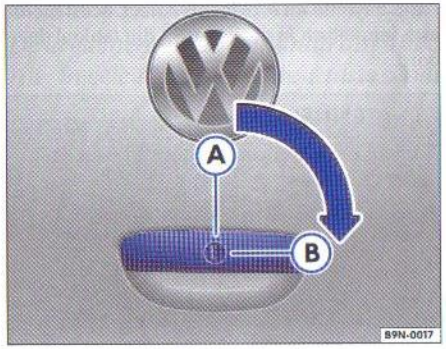

Fig. 14 Hayonul: descuierea din exterior
– Rotiţi cheia vertical ⇒ fig. 14 în poziţia (A).
– Trageţi maneta de deschidere ⇒ fig. 14 şi deschideţi hayonul.
– Rotiţi cheia orizontal ⇒ fig. 14 în poziţia (B). Astfel hayonul este încuiat permanent şi se poate descuia numai cu cheia.
– Rotiţi cheia ⇒ fig. 14 spre stânga, până la limită. În această poziţie cheia nu poate fi scoasă din încuietoare.